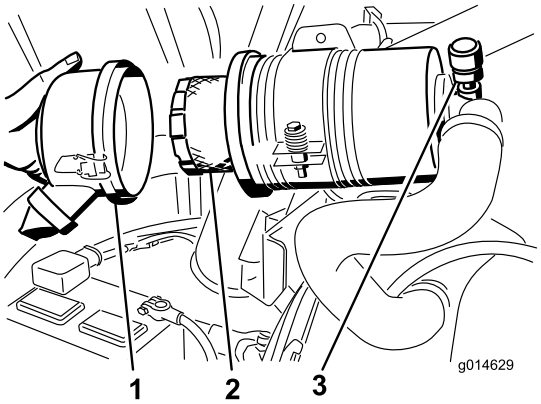

Figuur 53
4. Verwijder en vervang het filter (Figuur 53).